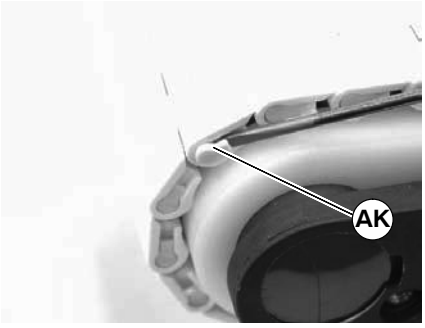

Figure 25
1. Choose one link on the idler end of chain to remove endcaps. With a 3/32” (2.4 mm) flat blade screwdriver, pry under tab of end caps (AK of Figure 25) and remove end cap. Repeat for opposite side of conveyor.